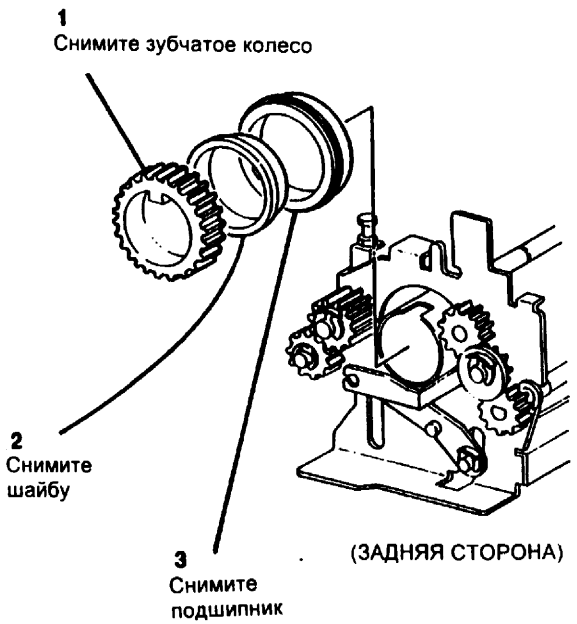

Рис. 4 Снятие зубчатого колеса, шайбы и подшипника
8. (Рис. 4) Снимите задние детали.